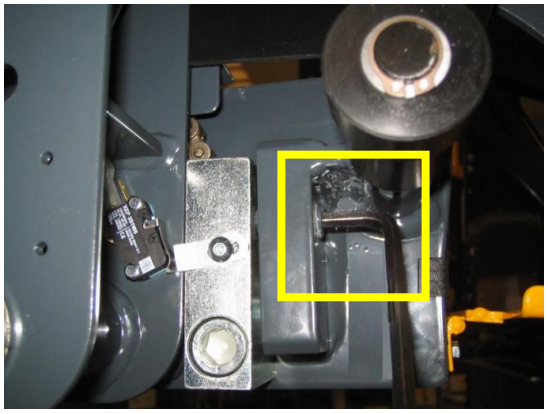

Fig. 21
3. se il valore misurato non rientra nei parametri sopra descritti, modificare l'inclinazione agendo sui grani di regolazione pedana (Fig. 21)
4. svitare leggermente i grani (prima il destro e poi il sinistro) con la chiave a brugola del 6 (Fig. 21); ruotandoli in senso orario per l'inclinazione positiva o, in senso antiorario per l'inclinazione negativa.
3. If measurement is out of the range of point 2, adjust platform inclination by means of platform adjusting screws (Fig. 21) :